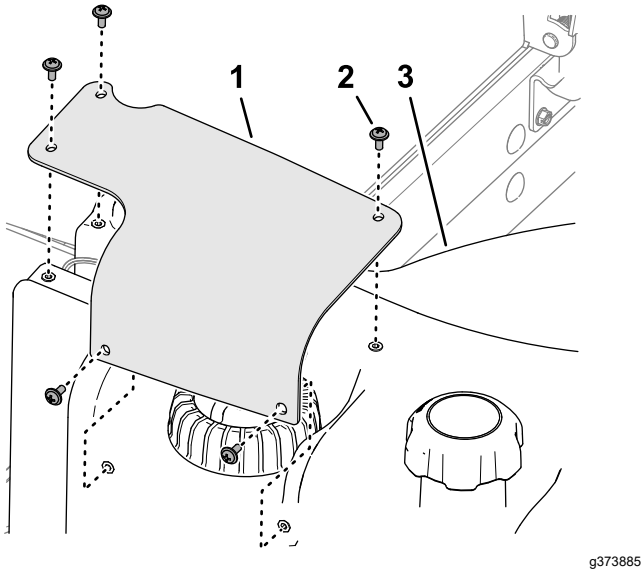

Рисунок 126
7. Совместите отверстия в кожухе датчика уровня топлива с отверстиями в топливном баке и прикрепите кожух к баку с помощью 5 винтов с крестообразным шлицем (Рисунок 126).